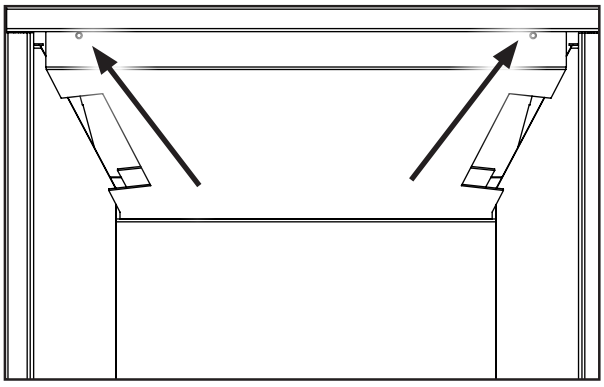

Figure 51. Top Panel Screws.
8. Install the top porcelain panel by screwing it to the firebox baffle as show in Figure 51 using the supplied screws.